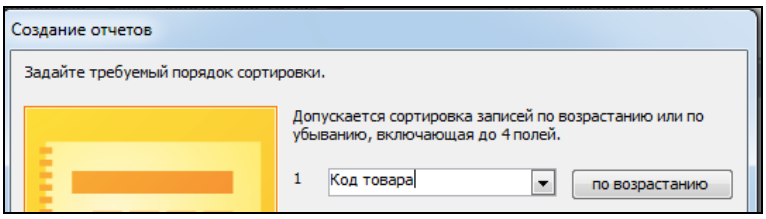

Рис. 5.3. Определение порядка сортировки данных
4. Задается порядок сортировки (необязательно): *Коды товаров* должны идти по возрастанию (рис. 5.3).